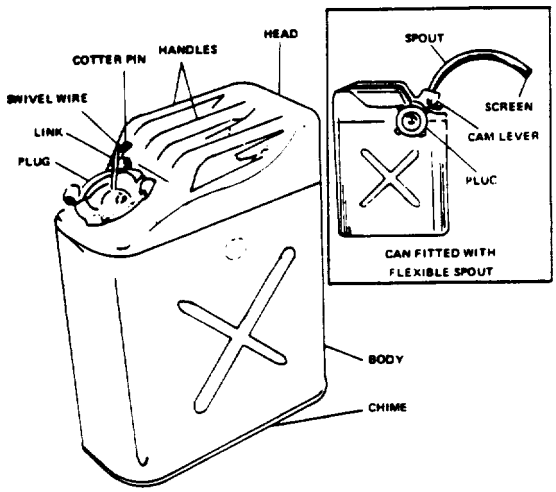

Figure 4-1. Five-Gallon Gasoline Can
a. The 5-gallon can (figure 4-1) is made of 20-gage sheet steel, with the welded body clinched to the bottom chime by a double seam. The head is welded to the body. The body is fitted with three handles and a 2-inch threaded flange with a closure (plug) assembly. A vent tube, welded to the underside of the head, is connected to a small vent hole in the flange to ensure free flow when the can is being emptied. The closure assembly consists of a threaded plug with a gasket, which screws into the flange and is secured to the can by a swivel wire, swivel wire hasp, connector link, cotter pin, and washer. A flexible spout (inset, figure 4-1) can be installed in place of the plug to make fuel transfer easier. A cap and screen assembly screws onto the end of the spout to screen out sediment.
(1) Check paint condition, especially inside the can. Cans with loose or peeling interior paint should not be used.
(2) Check each can for dents and holes. Do not use a can with holes or if a dent has caused the metal to rupture. Pay particular attention to dents along the chime and welded seams.
(3) Check the inside of the can for general cleanliness and lack of contaminants. Cans with removable contaminants should be cleaned thoroughly. A residue of asphalt, tar, or similar substance makes the can unfit for use.
(4) Check inside and outside the can for rust. Excessive rust makes the can unfit for use.
(1) Use the flexible nozzle spout (inset, figure 4-1) if available. Remove plug from the can, and insert and lock the spout into the flange. If the cap and screen assembly is available, screw it into the end of the spout; inspect for cleanlinesss and condition before pouring. To prevent sparks, touch nozzle spout to the metal opening of the receiving container and maintain this bond until the receiver is full, or the can is empty, as the case may be.
(2) When the spout is not available or is too large for the receiver opening, pour the fuel through a metal funnel. Make sure the funnel touches the receiving container and the spout or can during pouring to prevent sparks, and take care to avoid overflows.
(3) When neither spout nor funnel is available, pour the fuel into an intermediate container bet ter suited to receive and dispense it, or use a bulb siphon. A tube siphon can be used if the tube is filled with fuel before the two ends are inserted.